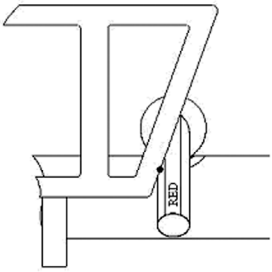

Figure 11a: Pass, contact in green.
- If the cylinder touches the rail in the green area, the space passes (figure 11a).